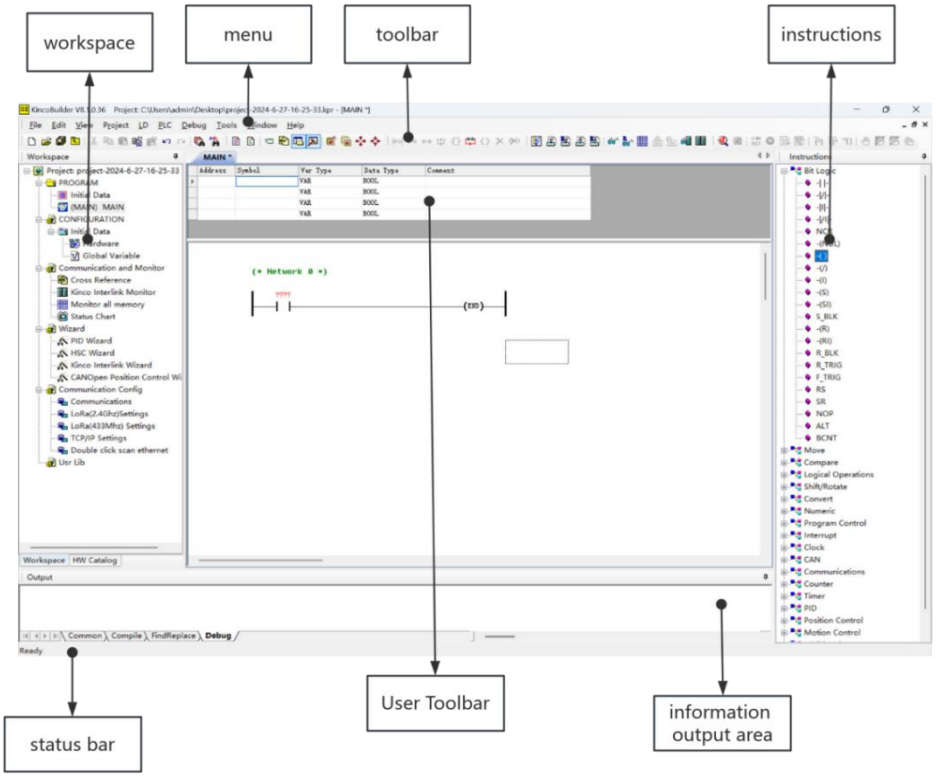

Figure 2-3 KincoBuilder Windows
- User workspace: This is the main area used by the user, where the user can open the hardware configuration window, global variable table, editor and other windows to complete tasks such as configuring hardware, declaring global variables, and editing programs. Figure 2-3 shows the editor, including the variable definition table in the upper part of the area and the program editor in the lower part of the area (also divided into LD editor, IL editor)。